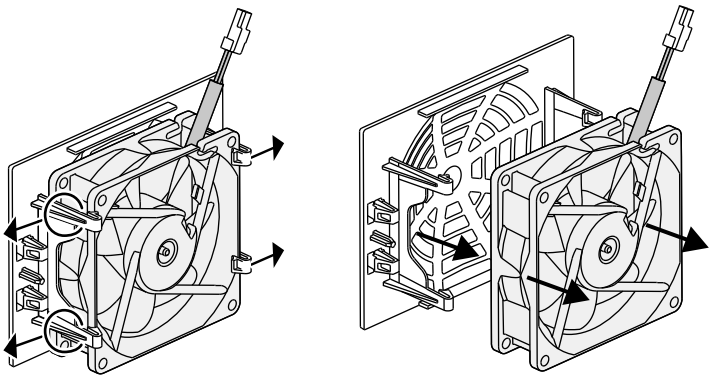

Fig. 66: Desmonte a grelha do ventilador
5. Também é possível remover o ventilador da grelha. Para isso, pressione levemente para fora as patilhas de fixação e retire o ventilador. **Fig. 66**